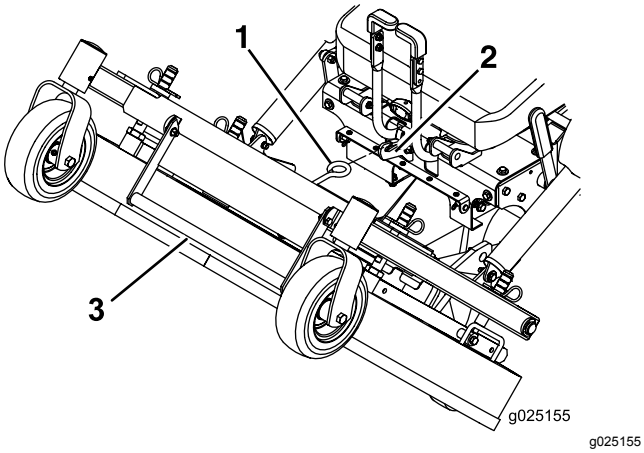

Figur 12
6. Bruk løftehåndtaket for klippeenheten til å heve klippeenheten og låse den i hevet stilling (låsen er plassert midt foran på setet) som vist i Figur 12.
1. Hold godt fast på klippeenhetshåndtaket og koble fra klippeenhetslåsen fra maskinen, og senk klippeenheten til bakken (Figur 12).